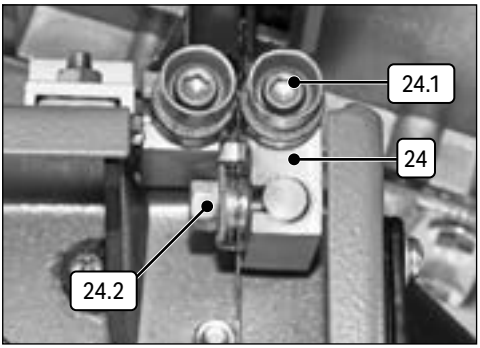

Fig. 16
7.9 Lower Blade Guide Adjustment (Fig.16)